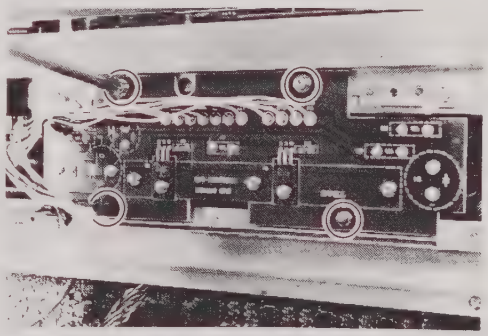

Fig. 5-2
3. Remove SUBDRIVER PCBA by two 5.5mm (0.22 in) nuts and 2 screws. (Fig. 5-2)